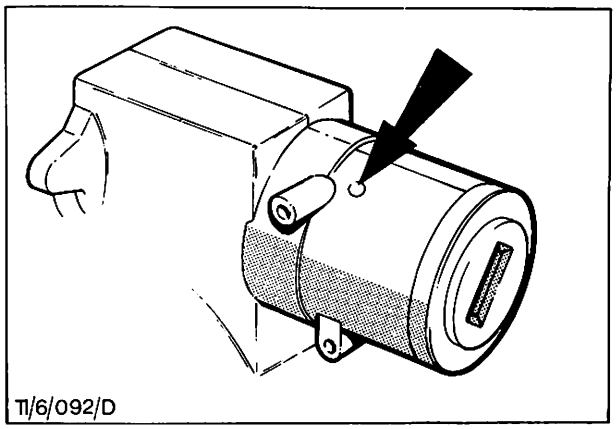

Abb. 77 Zugangsöffnung zur Blattfeder – Schloßgehäuse
4. Mit einer Reißnadel oder einem anderen geeigneten Werkzeug die Blattfeder der Hülse durch die in Abb. 77 gezeigte Öffnung des Schloßgehäuses niederdrücken und gleichzeitig am Schlüssel ziehen, bis Schließwalze und Schließzylinder herausgezogen sind.